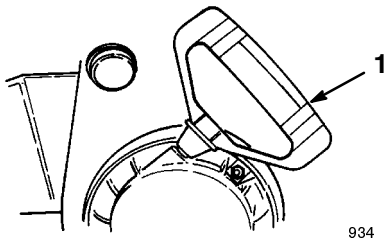

Figur 20
- **Snörstart** (figur 20)—Startsnöret sitter på motorns baksida. Starta motorn genom att dra i startsnöret.
7. Ta tag i startsnörets handtag (figur 20) och dra det sakta utåt tills det känns ett motstånd. Drag då kraftigt för att starta motorn.